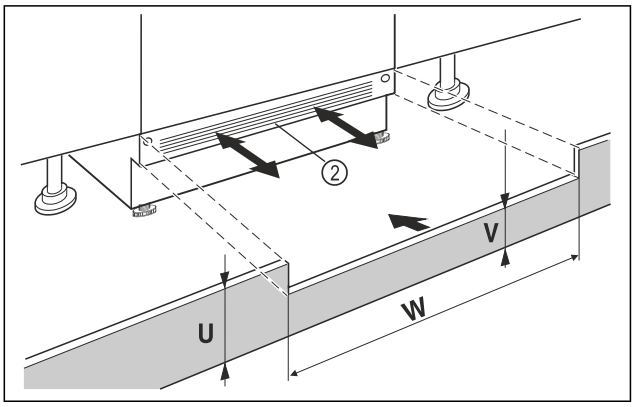

Fig. 16 Beispielhafte Darstellung
▶ Gerätesockelblende *Fig. 16 (2)* aufsetzen aber noch nicht fixieren.
▶ Bei sichtbarer Sockelblende *Fig. 16 (2)*, diese so weit nach vorn ziehen, dass Vorderkante Lüftungsgitter und Möbelsockelblende eine Ebene bilden.
▶ Bei verdeckter Sockelblende *Fig. 16 (2)*, diese ganz nach hinten schieben.
▶ Auf komplett freie Lüftungsschlitze achten: Bei Bedarf Höhe der Möbelsockelblende *Fig. 16 (U)* zuschneiden!
▷ Entlang der Nischenbreite *Fig. 16 (W)* die Steghöhe *Fig. 16 (V)* unter der Gerätesockelblende *Fig. 16 (2)* einpassen.